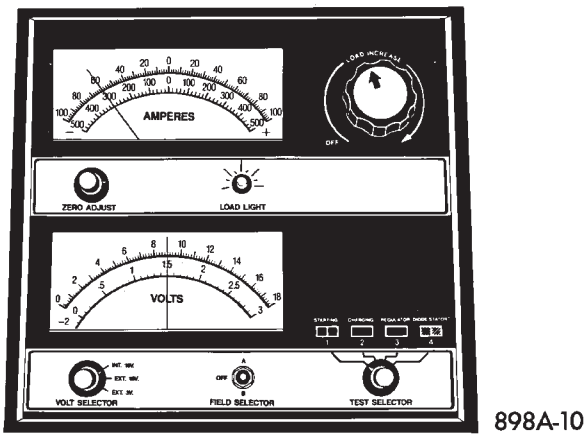
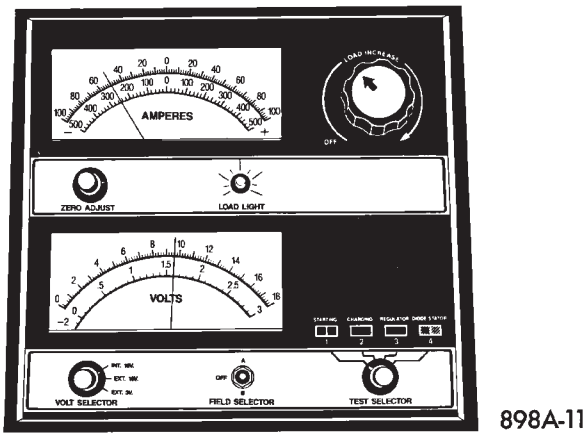

Fig. 7 Remove Surface Charge from Battery
Fig. 8 Load 50% Cold Crank Rating
(3) Rotate the load control knob of the carbon pile rheostat to apply a 260 amp load. Apply this load for 15 seconds to remove the surface charge from the battery, and return the control knob to off (Fig. 7).
(4) Allow the battery to stabilize for two minutes, and then verify open circuit voltage.
(5) Rotate the load control knob on the tester to maintain 50% (260) of the battery cold crank rating for a minimum 15 seconds (Fig. 8).
(6) After 15 seconds, record the loaded voltage reading and return the load control to off.
(7) Voltage drop will vary according to battery temperature at the time of the load test. Battery temperature can be estimated by the temperature of exposure over the preceding several hours. If the battery has been charged, boosted, or loaded a few minutes prior to the test, the battery would be slightly warmer. Refer to Battery Load Test Temperatures Chart for proper loaded voltage reading.